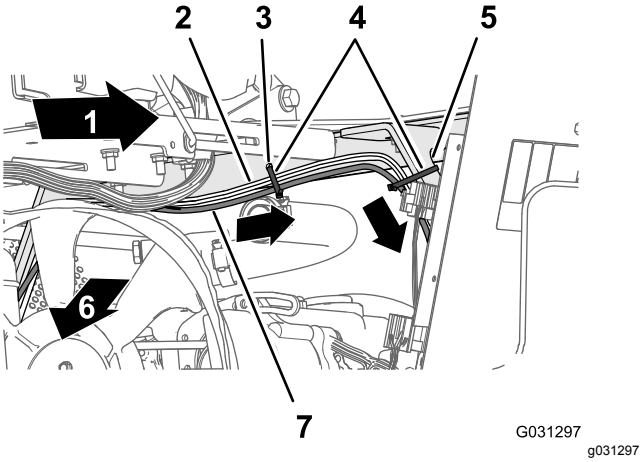
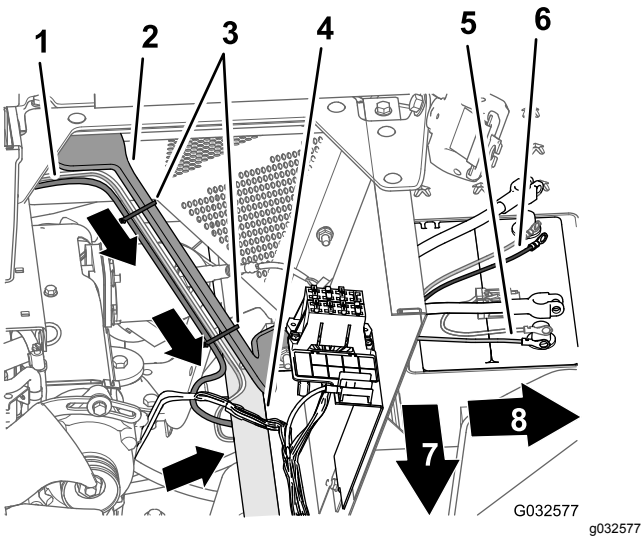

Figur 163
Figur 164
3. Dra elkablagedelen på 220 cm för navigeringssystemet tvärs över säteslådvinkeln och ned längs motorhöljets vänstra stöd och under det vänstra ramröret (Figur 163).
4. Fäst kablaget i hålet i säteslådvinkeln och motorhöljets stöd med tre kabelband (Figur 163 och Figur 164).
5. Dra 10 A-säkringen och de positiva och negativa ringkabelskorna på navigeringssystemets 220 cm långa elkablagedel till batteriets ovansida (Figur 164).